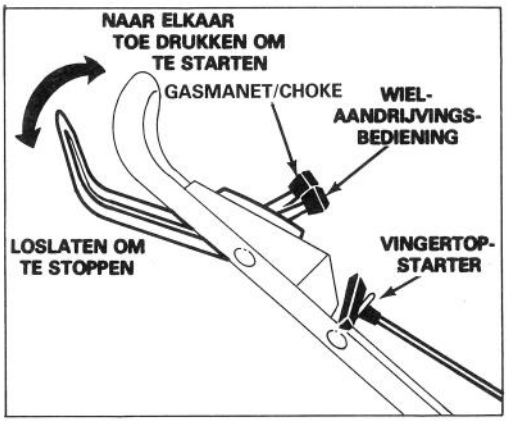

Afbeelding 7
1. BEDIENINGSAPPARATUUR (Afb. 7)–De wielaandrijvingsbediening, gasmanet/choke, bedieningsstang voor het mes en vingertop-starter bevinden zich op de bovenste handle.
2. STARTEN (Afb. 7) — Druk de draad op de bougie. Zet de wielaandrijvingsbediening op ONTKOPPELD en het gasmanet op CHOKE. Leg de duim over het gat in het midden van de primer
3. ZELFAANDRIJVING (Afb. 7) — Zet de wielaandrijvingsbediening op GEKOPPELD. De voorwielen drijven nu de maaier aan. Druk bij het sturen en het maken van bochten de handle naar beneden zodat de
4. STOPPEN (Afb. 7) — Laat de bedieningsstang los om de motor en mes af te zetten. Trek de draad van de bougie indien de maaier onbewaakt wordt achtergelaten of niet wordt gebruikt.